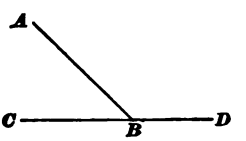

FIG. 7.
25. If one straight line meets another straight line at a point between its ends, as in Fig. 7, two angles, $A\,B\,C$ and $A\,B\,D$, are formed, which are called **adjacent angles.**